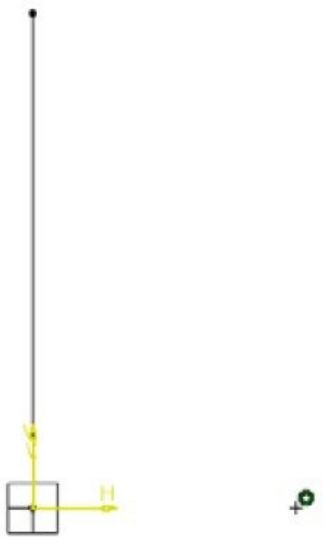

Figure 6-80 *Point to be placed*
3. Select the yz plane and invoke the **Sketcher** workbench again. Place a point collinear to the Horizontal(H) axis at any distance, as shown in Figure 6-80. Exit the **Sketcher** workbench.